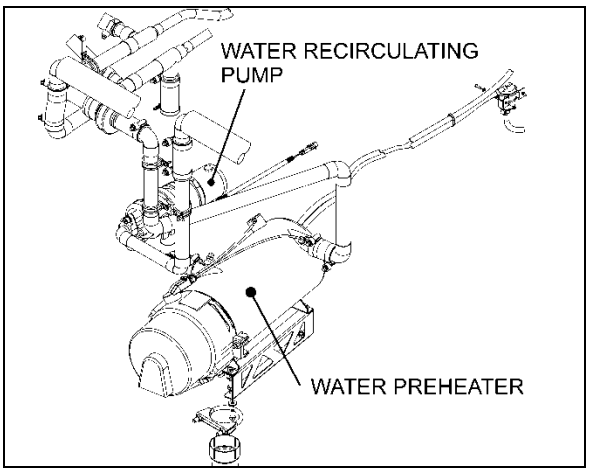

**FIGURE 76: PUMP LOCATION – X3 SERIES (BIG A/C)** 22331
- X3 Series - coolant preheater compartment (Figure 76)